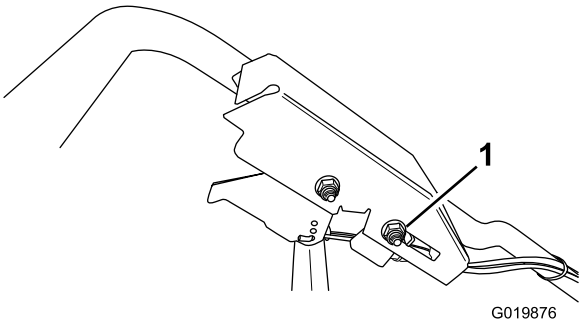

Figur 38
2. Løsn møtrikken til kabelunderstøtningen (Figur 38).